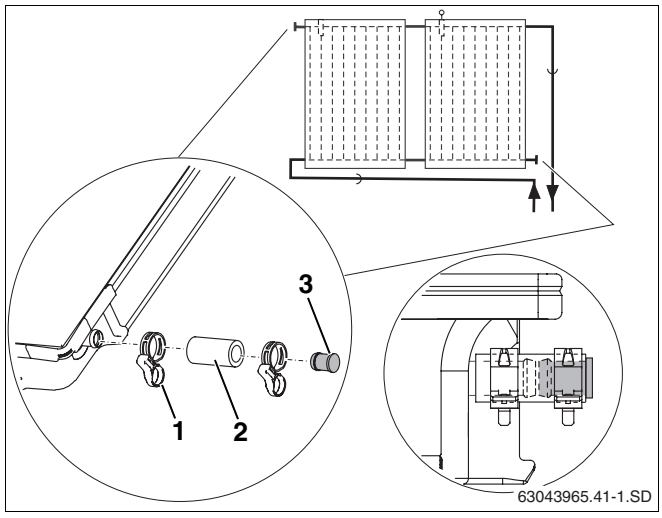

Afb. 43 Blindstop en veerklemring monteren
- Steek de flexibels voor zonne-energie 55 mm (afb. 43, **pos. 2**) met de voorgemonteerde blindstop op de beide vrije aansluitingen van het collectorveld.